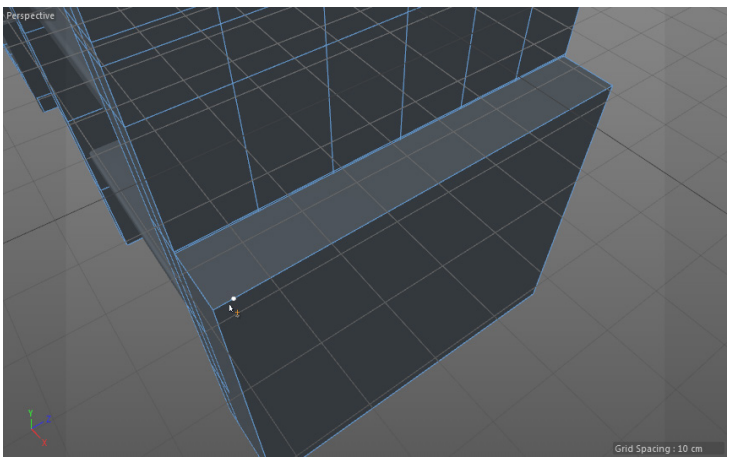
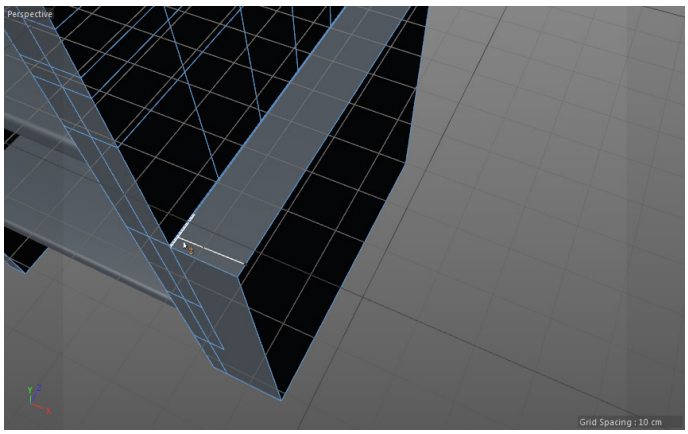

Figure 3-58 *Clicking on an edge*
Figure 3-59 *Clicking on second edge to create a new edge*
6. Choose the **Edges** tool in the Modes palette and make sure the **Polygon Pen** tool is chosen in the Modeling Tool Palette. Next, click on an edge, as shown in Figure 3-58 and then click again on another edge; a new edge is created, as shown in Figure 3-59. Similarly, create two more edges, refer to Figure 3-60.